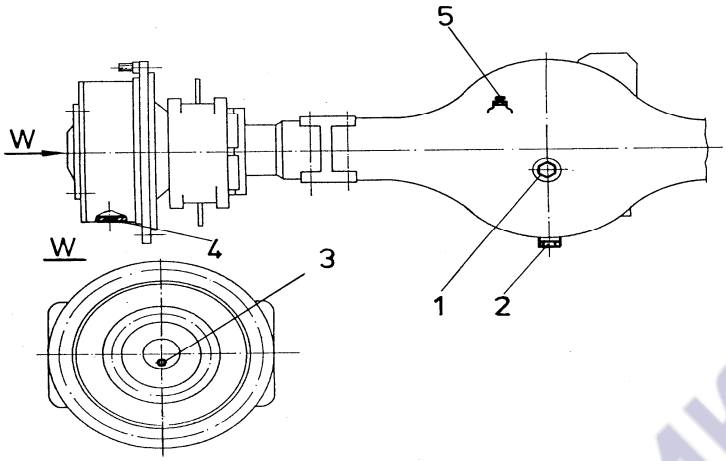

Рис. 5.35. Пробки ведущего моста
1. Установить погрузчик на горизонтальном участке местности. Перемещая машину, следует установить ее так, чтобы пробка (3) контрольно-заливного отверстия одной из планетарных передач, показанная на Рис. 5.35, оказалась в самой низкой точке.
3. Выкрутить пробку (3) контрольно-заливного отверстия корпуса проверяемой планетарной передачи. Масло должно сочиться из резьбового отверстия. Если уровень масла недостаточен, то следует долить масло через это контрольно-заливное отверстие до требуемого уровня. Смотри пункт 5.4.5. таблица 2 и пункт 5.4.6. таблица 3.
4. Закрутить пробку (3) контрольно-заливного отверстия.
5.10.2. ЗАМЕНА МАСЛА В МОСТАХ (Рис. 5.35)
2. Выкрутить пробку (2) сливного отверстия корпуса главной передачи и слить из нее масло.
3. Растормозить машину и переместить ее так, чтобы пробка (4) сливного отверстия другой планетарной передачи заняла самое низкое положение. Затянуть стояночный тормоз, выкрутить пробку (4) этой планетарной передачи и подождать, пока масло полностью не сольется из передачи.
4. Закрутить пробки (2 и 4) сливных отверстий, заполнить маслом ведущий мост до уровня контрольно-заливного отверстия (1) главной передачи и контрольно-заливного отверстия (3) другой планетарной передачи. Закрутить пробки (1 и 3) и переместить машину так, чтобы можно было проверить уровень масла в первой планетарной передаче. При необходимости долить масло в первую планетарную передачу и закрутить пробку (3) контрольно-заливного отверстия этой передачи.
7. При замене масла в ведущих мостах одновременно очистить сапуны (5, Рис. 5.35). Их обслуживание сводится к следующему: выкрутить сапун из балки моста, промыть его в керосине или в растворителе, просушить (лучше сжатым воздухом) и установить сапун на место.
8. При каждом откручивании магнитных пробок (2 и 4, Рис. 5.35) необходимо удалять с них имеющиеся загрязнения промывкой в бензине и просушкой струей сжатого воздуха.